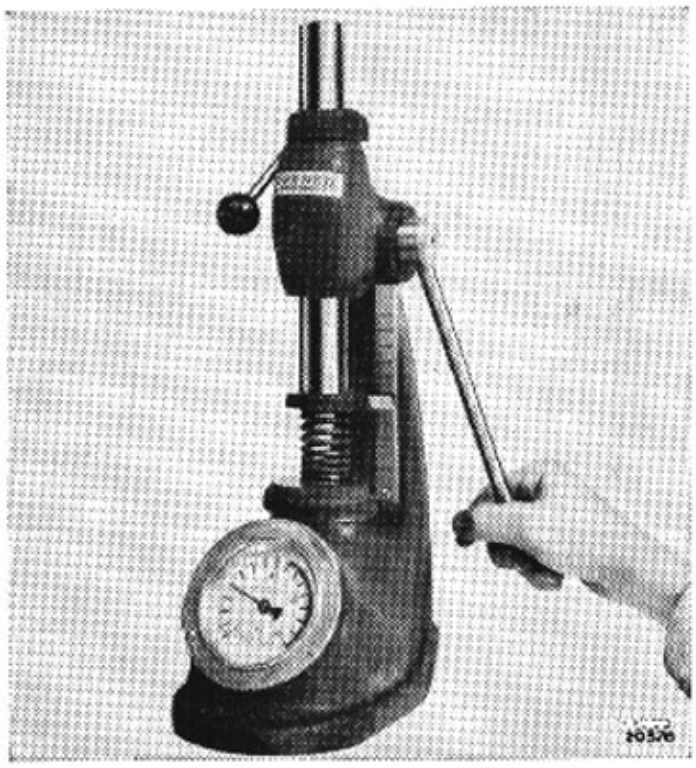

Bild 21-5. Provning av fjäder
1. Kontrollera att delarna är felfria och rena. Prova att fjädrarna håller de värden som anges i specifikationer. Se även bild 21-5.